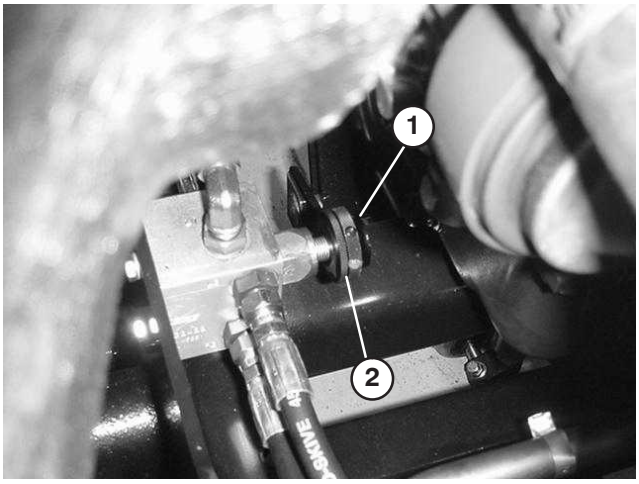

Bild 9
1. Ermitteln Sie das Ventil für die hinteren Mähwerke, das sich vor der Hinterachse befindet (Bild 9).
2. Lösen Sie den Arretierungsring, mit dem das Handrad befestigt ist (Bild 9).